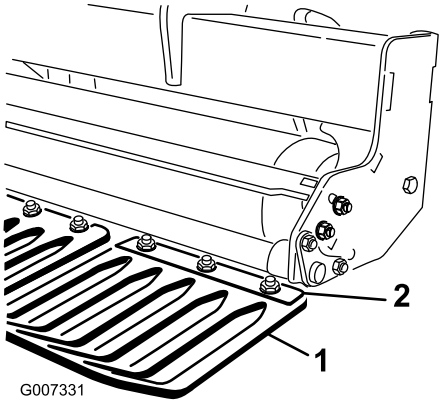

**Figur 14**
1. Lossa på muttrarna som fäster gräsmatteskyddets klämmor på verktygsstödsfästet (Figur 14).